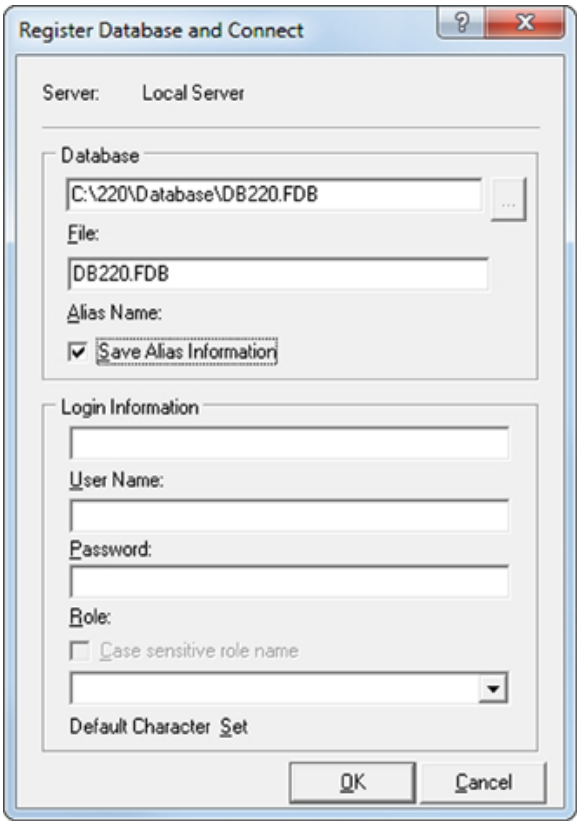

Figure 23 – Register Database and Connect Dialog
2. In the **Register Database and Connect** dialog, in the **Database** textbox, enter the full file path to your Database (see Figure 23).